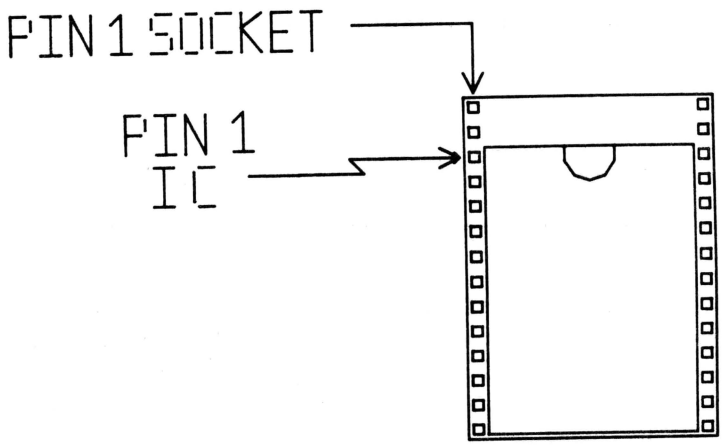

Figure 1
2.) Remove the Hard Drive BIOS ROM from its socket U14 on the Hard Drive Controller. Bend pin 18 (CE) of the **ROM** up so that when the ROM is placed back in the socket this pin no longer makes contact.
4.) Place the ROM back in the socket in the same manner as it was removed, insuring pin 1 of the 24 pin ROM goes into pin 3 of the 28 pin socket (see figure 1). Test the unit with both hard drive diagnostics and with the Tape Cartridge System to insure proper operation.